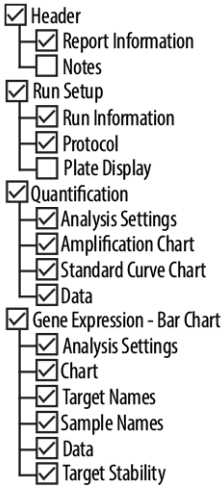

Figure 14: Boîte de dialogue Report (Rapport)
5. Assurez-vous que les éléments suivants situés en haut à gauche de la boîte de dialogue Report (Rapport) sont sélectionnés pour la génération du rapport (voir la figure 14) :